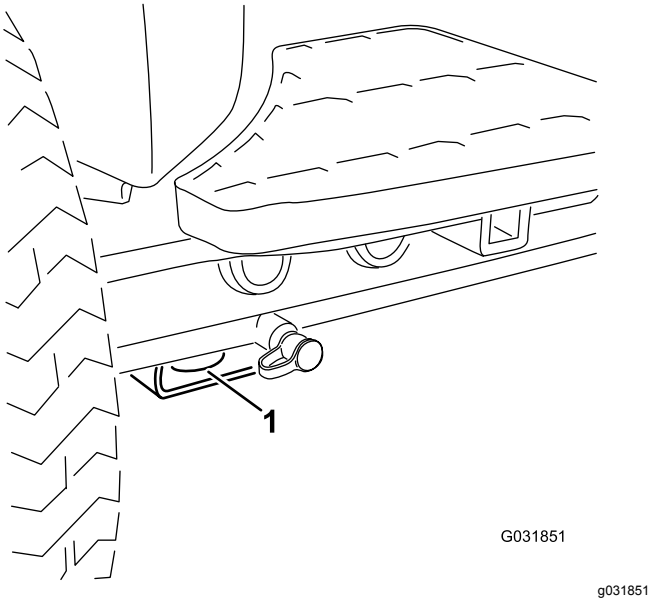
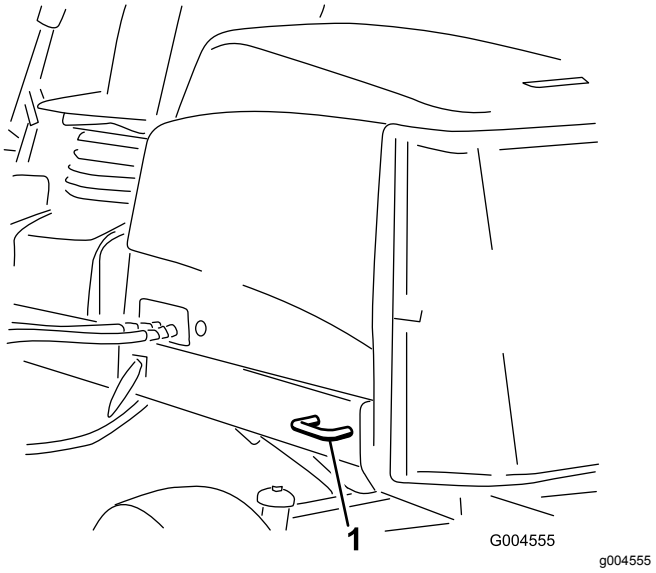

Figuur 69
Figuur 70
- Maak de machine stevig vast. Zowel de voorste als de achterste spanband moet naar beneden en naar de buitenkant van de machine lopen; zie Figuur 69 en Figuur 70.
- Voor – de opening in het rechthoekige blok, onder de asbuis, aan de binnenzijde van beide voorwielen (Figuur 69)
- Achter – Beide zijden van het achterframe van de machine (Figuur 70)